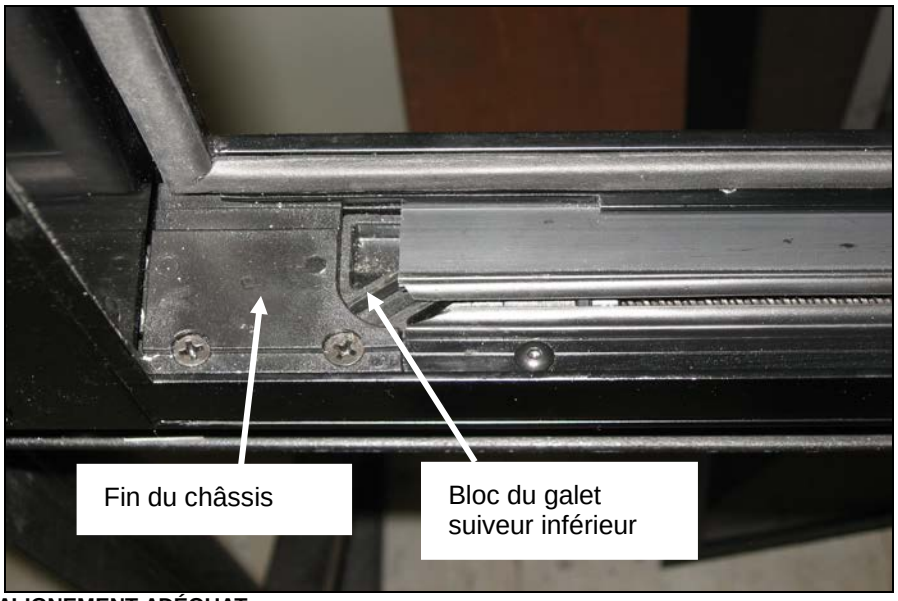

FIGURE 97: ALIGNEMENT ADÉQUAT
1. Aligner le bord avant de l'encoche située sur le bloc du galet suiveur inférieur et la fin du châssis. Utiliser l'interrupteur à bascule pour obtenir le bon alignement. (Figure 97).